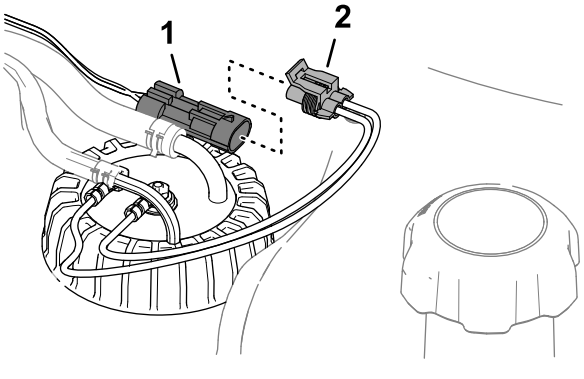

Figuur 88
3. Verwijder de connector met 2 contacten van de kabelboom van de brandstofsensor van de connector met 2 pinnen van de machinekabelboom (Figuur 88).